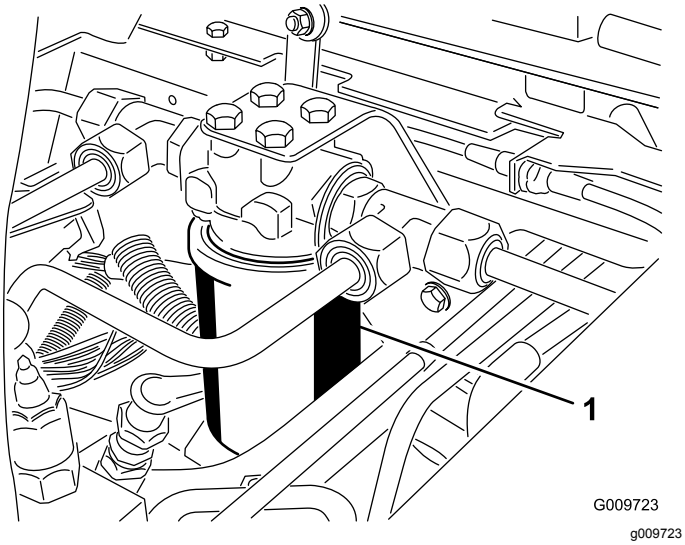
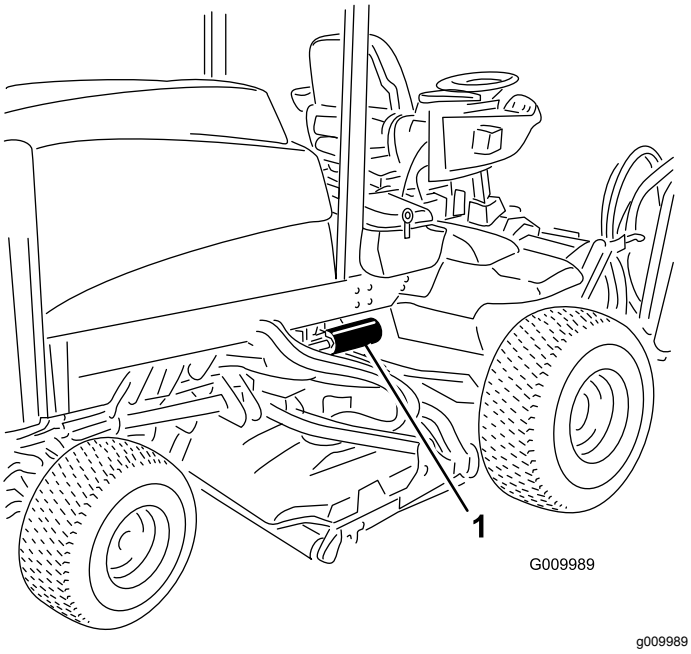

Figuur 76
Figuur 77
2. Reinig de omgeving van de plaats waar het filter wordt gemonteerd. Plaats een opvangbak onder het filter en verwijder het filter (Figuur 76 en Figuur 77).